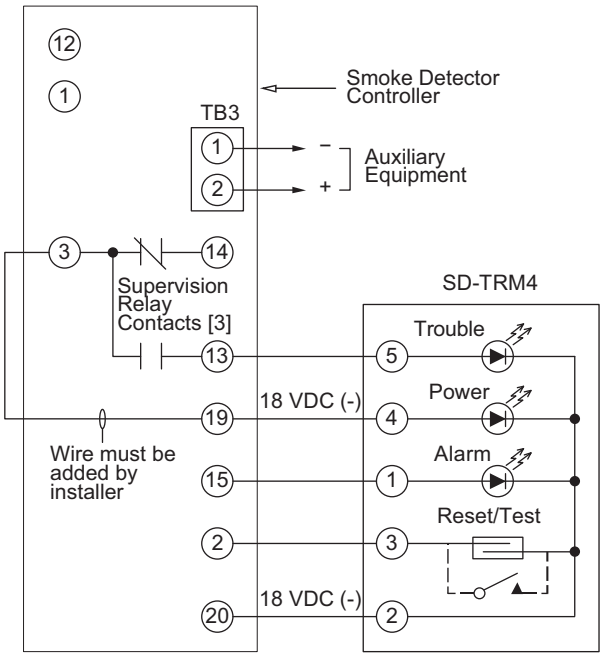

**Fig. 38 — Remote Test/Reset Station Connections**
The test/reset station dirty sensor test checks the test/reset station's ability to initiate a sensor dirty test and indicate the results. It must be wired to the controller as shown in Fig. 38 and configured to operate the controller's supervision relay. For more information, see "Dirty Sensor Test" on page 21.
1. Verify that the remote test/station is wired as shown in Fig. 38. Repair or replace loose or missing wiring.